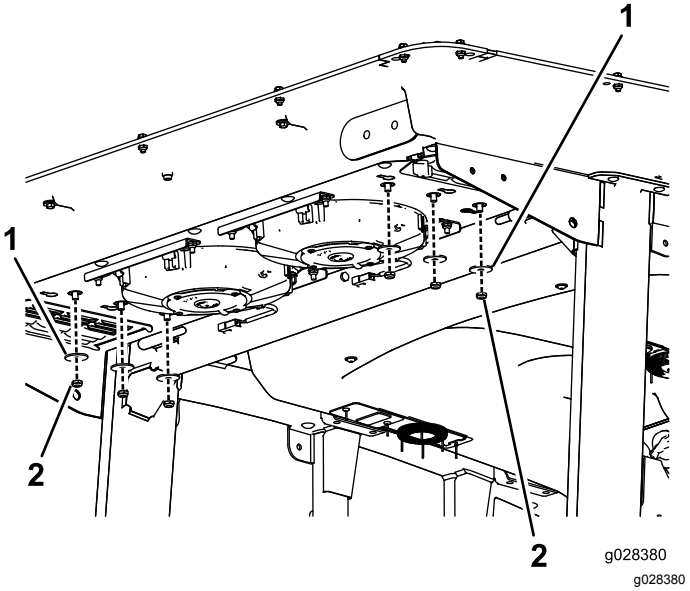

Figuur 124
2. Verwijder de 6 moeren en ringen onderaan aan de achterzijde van de cabine (Figuur 124).